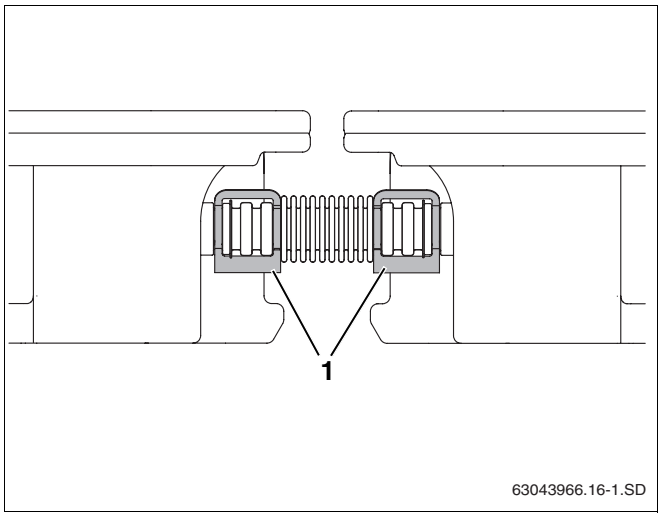

Abb. 50 Wellrohrverbinder mit Klammern gesichert
- Sichern Sie jede Verschlusskappe mit einer Klammer und jeden Wellrohrverbinder mit zwei Klammern (Abb. 50, **Pos. 1**).